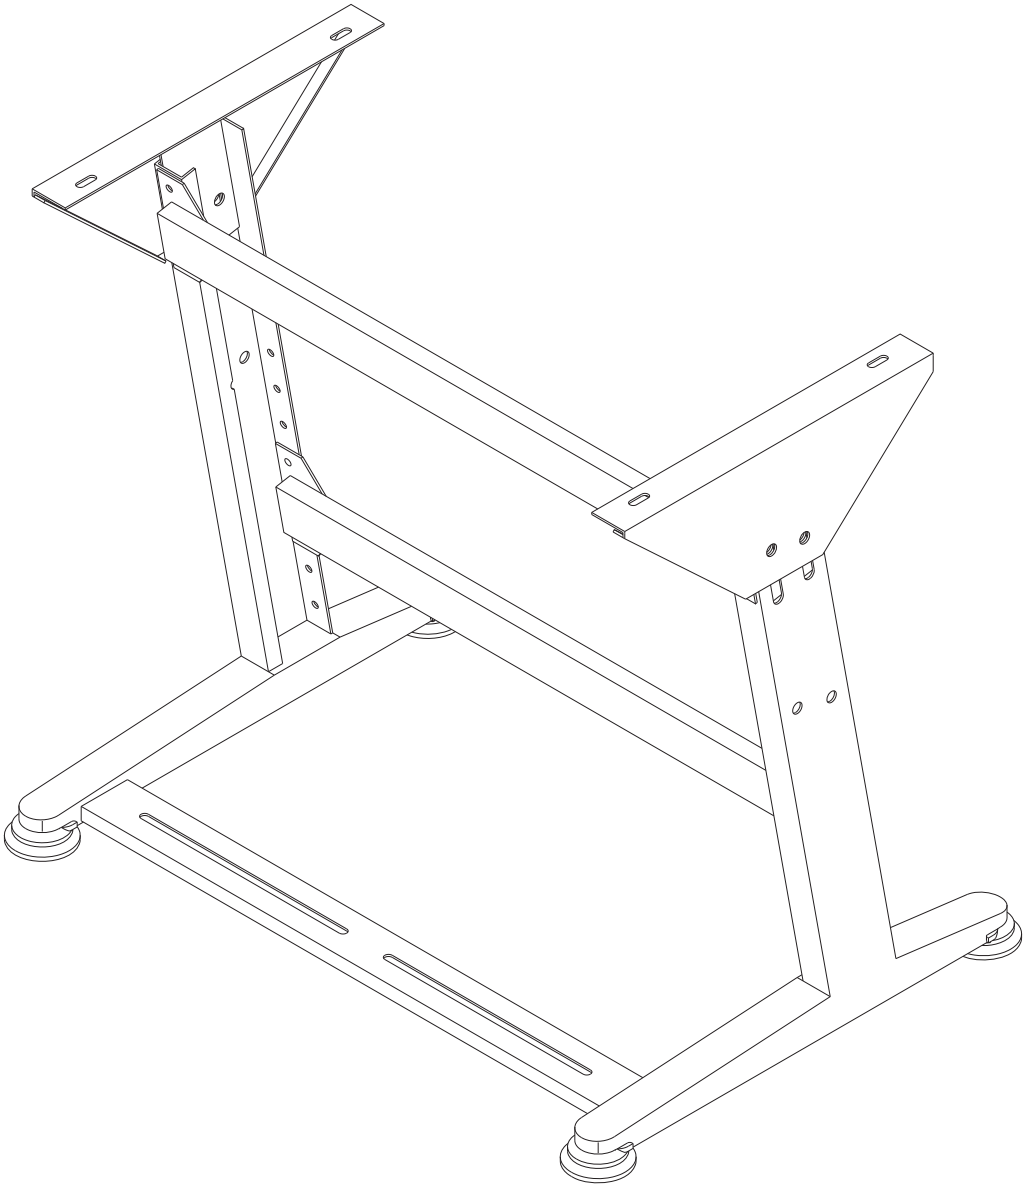

Fig. 2
- Mount the frame as shown in figure 2
If you are mounting the table top yourself then please use the measurements in figure 2.